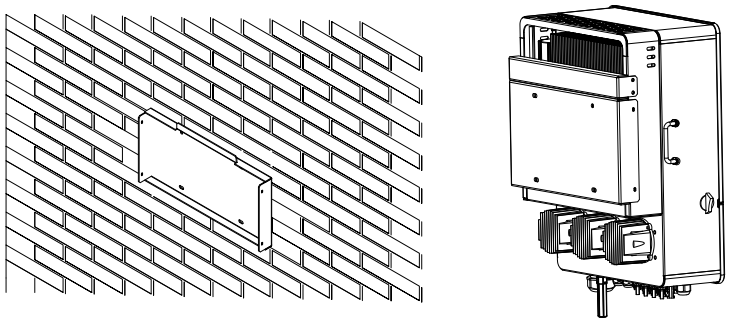

Figure 2.8 Drilling Position Diagram
- Select recommended drill bit, drill 4 holes 52-60 mm deep at marked positions (see Fig.2.8). Hammer expansion bolts into holes, fix rear cover onto bolts and tighten screws.
- Take out the device, fix small bracket to it with 4 pcs M6*16 bolts (see Fig.2.8).
- Hold the device, align mounting holes with rear bracket, mount onto fixed rear cover (see Fig.2.8). Align side holes and fasten 4 bolts to finish installation.